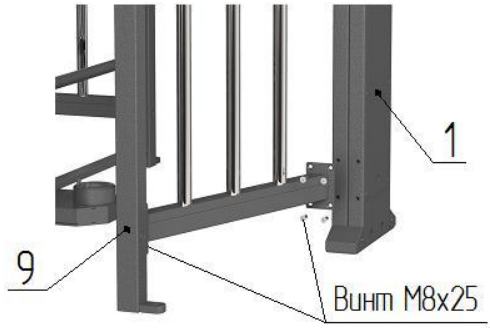

Рис. 4
- к боковым плоскостям стойки крыла прохода **1** и **2** установите ограждения **9** и **10** (предварительно заведите в отверстия стойки крыла прохода провода световых индикаторов **12**, кабели заземления) и закрепите винтами М8х25 (рис.4);